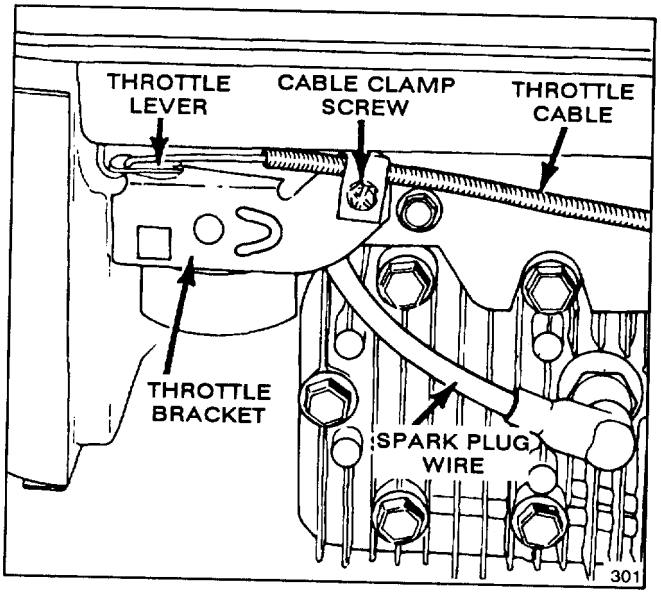
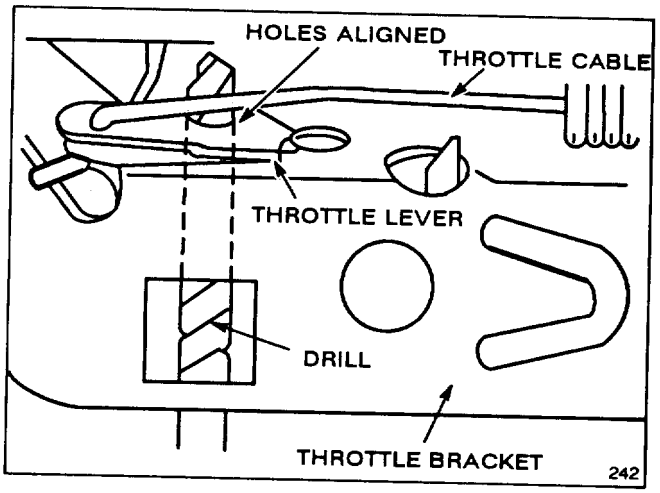

Figure 15
Figure 16
1. Stop engine and pull wire off spark plug (Fig. 15).
1. Stop engine and pull wire off spark plug (Fig.15).
3. Loosen cable clamp screw until throttle cable slides (Fig. 15). Align holes in throttle lever and throttle bracket using a 1/8" diameter drill (Fig. 16). Tighten cable clamp screw to lock adjustment in place.
1. Stop the engine. Pull the wire off the spark plug (Fig. 15).